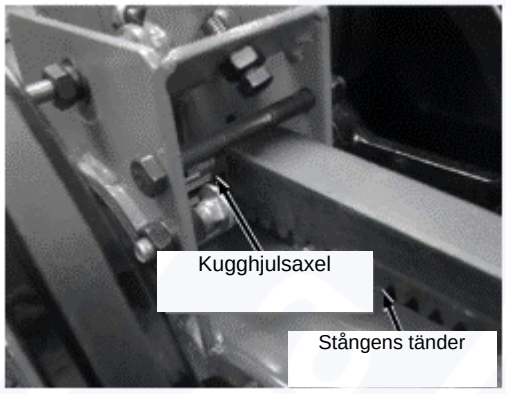

Bild 14
4. Dra ut kuggstången och smörj tänderna samt ovansidan av kugghjulsaxeln och kuggstången (bild 14).